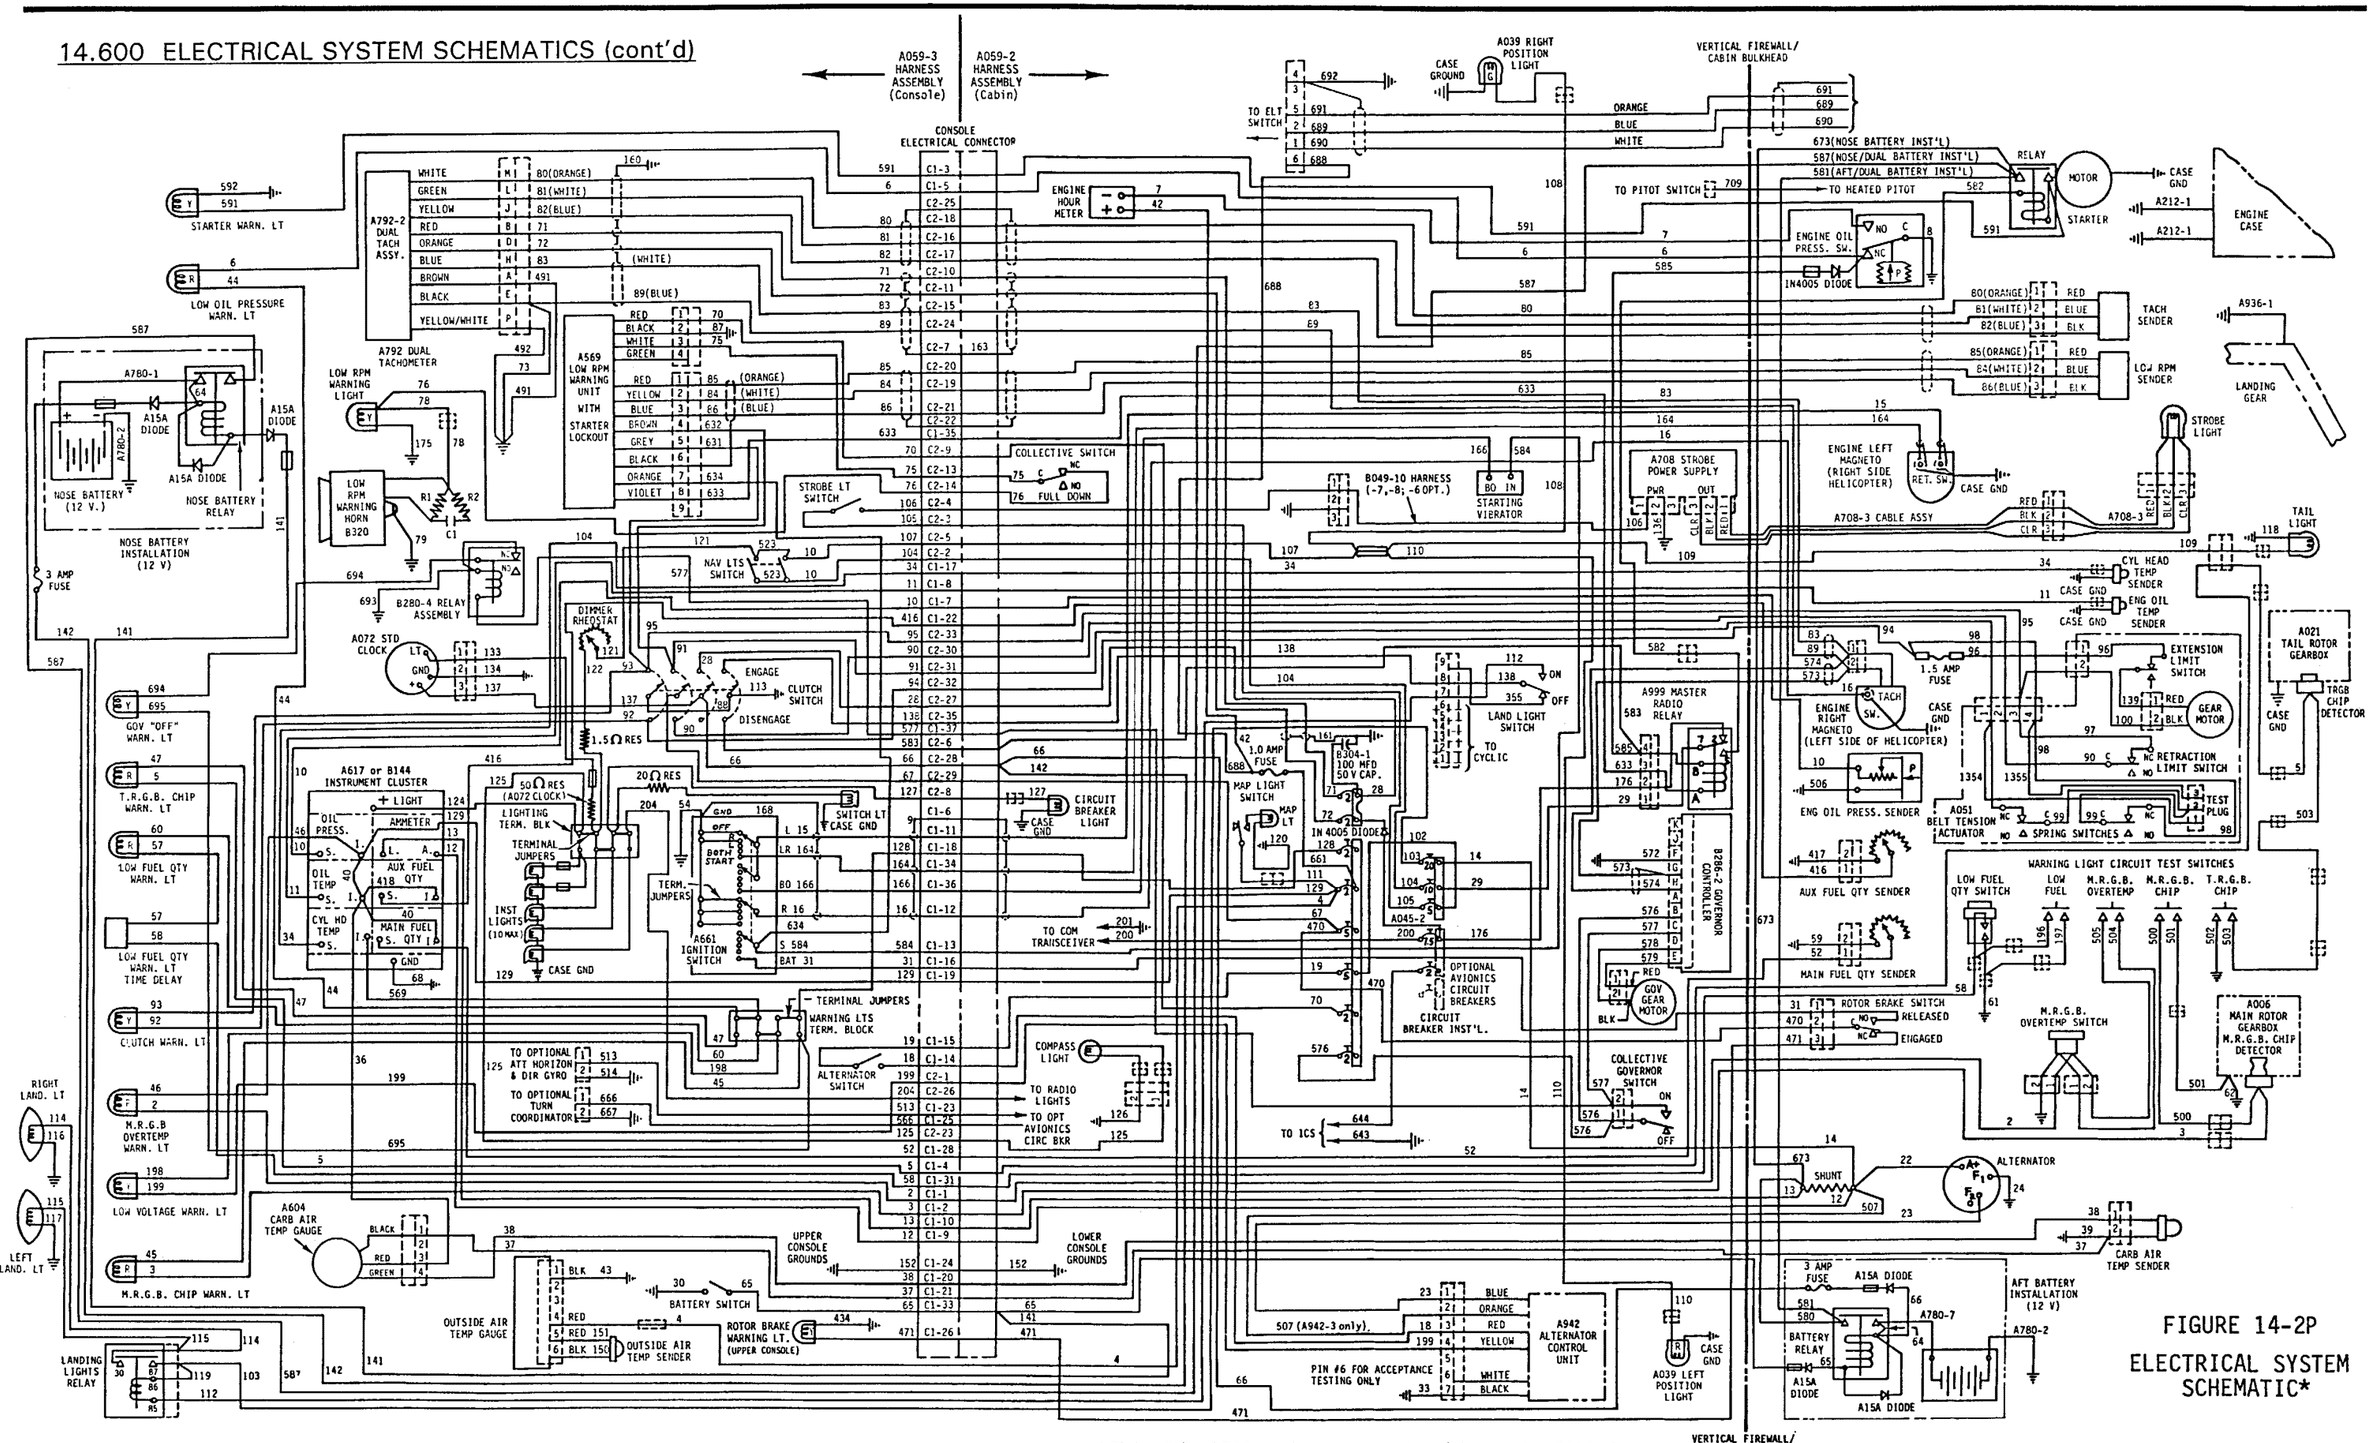

FIGURE 14-2P
*Ship S/N 2115 thru 2588; ships retrofitted with A569-5 low-rotor RPM warning unit having starter lock-out feature enabled (unit's 9-pin connector connected to airframe wiring). See Figure 14-2P if fuseblock is installed on aft side of left vertical firewall.